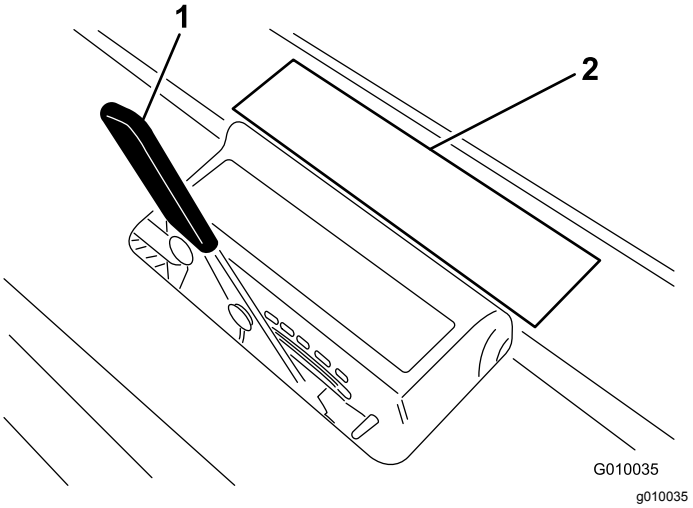

Figuur 28
3. Leg de tand op de sticker voor de werkdiepte (Figuur 28) met 1 uiteinde tegen de streep voor de gewenste werkdiepte (zie het tandensjabloon op de sticker).